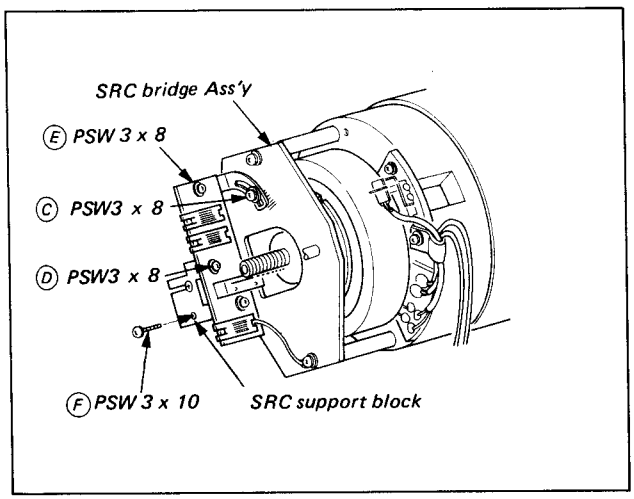

Fig. 5-16.
12. Place the SRC Support Block with SRC-1 Ass'y onto the SRC Block Shaft. Reinstall the lug terminal removed in step 4. Refer to Fig. 5-16.
13. Move the brush to the slip ring until just before contact. Then, tighten the screw Ⓒ as shown in Fig. 5-16.
14. Loosen the screw Ⓔ which holding SRC-1 Ass'y. Refer to Fig. 5-16.
16. Tighten the screw Ⓔ as shown in Fig. 5-16.